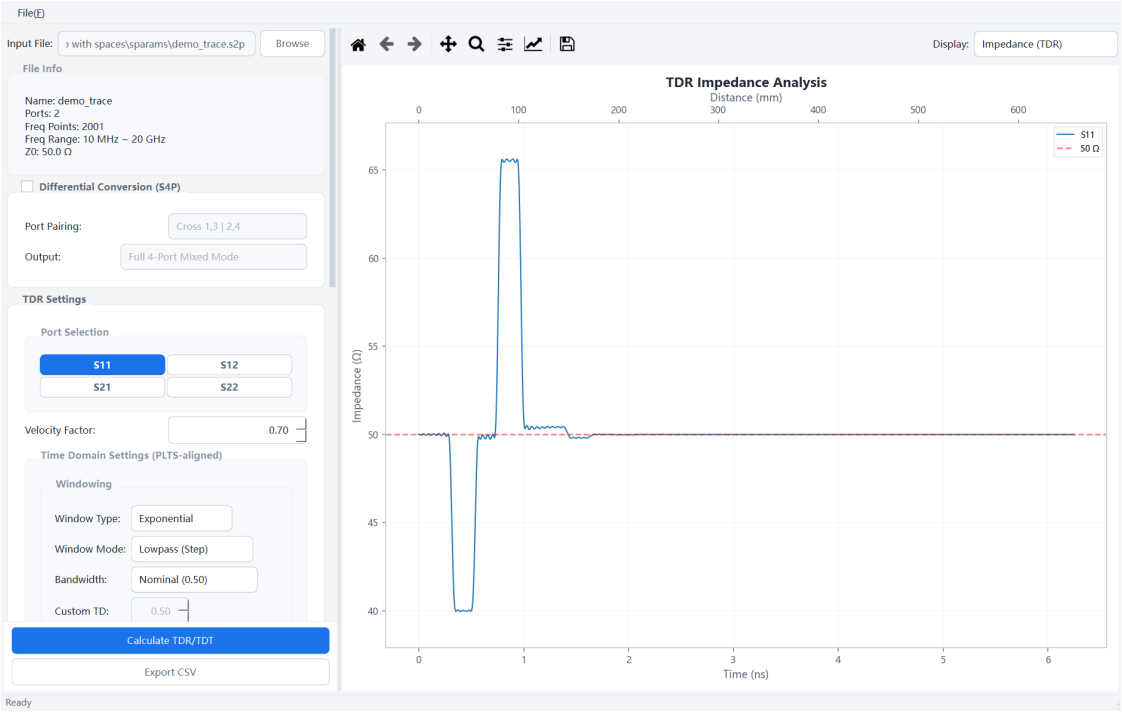

Fig. 7-1 TDR impedance profile
Step 1 Menu **S-Parameter Analysis** → **TDR**, pick demo\sparams**demo_trace.s2p**, tick S11, compute — impedance discontinuities along the trace stand out immediately (Fig. 7-1).